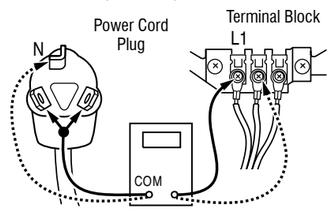

Figure 4 - Plug-to-terminal connections for electric dryer
3. With an ohmmeter, check for continuity between the neutral (N) terminal of the plug and the center contact on the terminal block. See figure 4.
4. In a similar way, check which terminal of the plug is connected to the left-most contact on the terminal block and make a note of it. This will be L1 (black wire) in the wiring diagram. See figure 4.